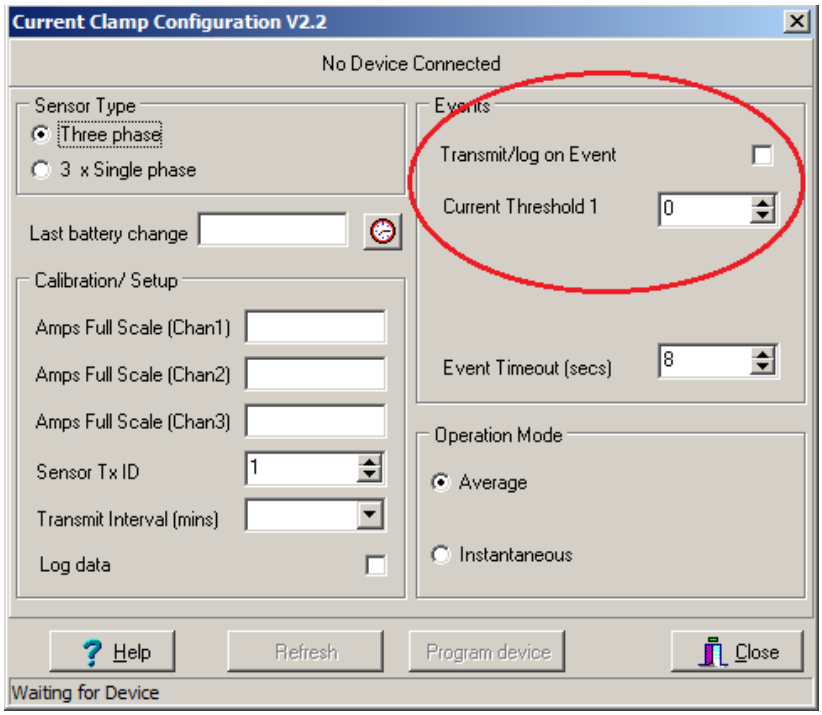

Figure 66
- If **Three Phase** is selected, one current threshold will be applied to all clamps. See Figure 66 below: